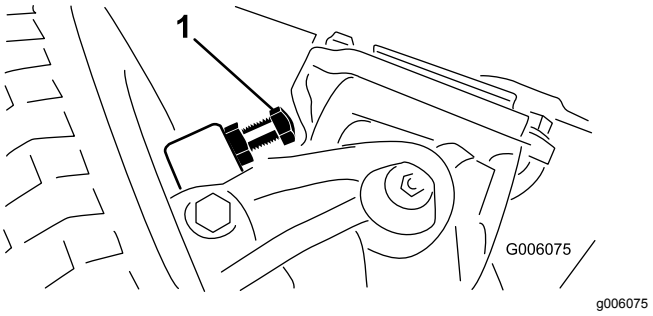

Figur 67
1. Skru boltene inn eller ut til du oppnår en klaring på 0,23 cm. Se Figur 67.